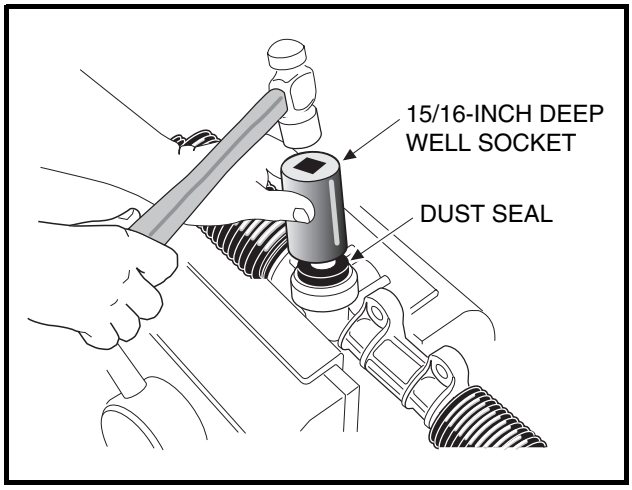

Figure 9-13 Press In Dust Seal
8. Using a socket to apply pressure evenly, press in a new dust seal **(Figure 9-13, Page 9-11).**